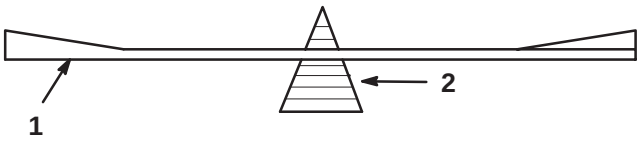

Bild 31
2. Überprüfen Sie die Auswuchtung des Schnittmessers auf einer Ausgleichsmaschine (Bild 31). Wenn das Schnittmesser in seiner horizontalen Position bleibt, ist es ausgewuchtet und kann wiederverwendet werden. Feilen Sie, wenn das Schnittmesser nicht ausgewuchtet ist, an der Rückseite des Messers etwas Metall ab. Wiederholen Sie diesen Vorgang, bis das Messer ausgewuchtet ist.